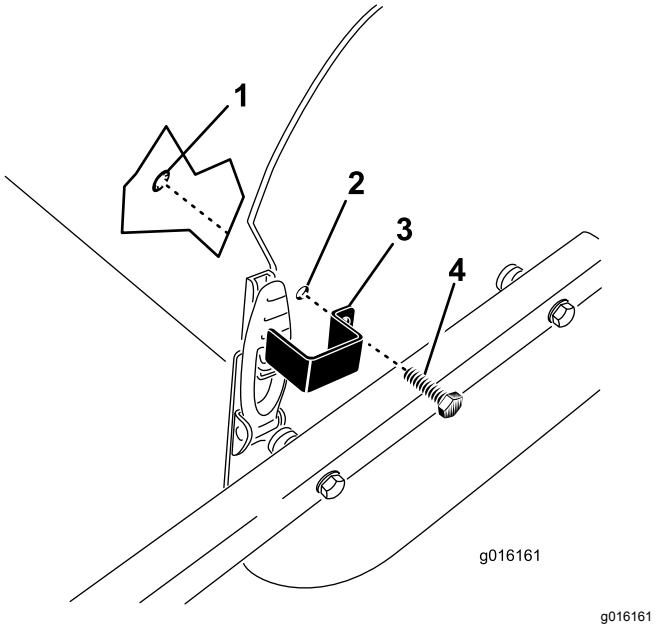

Rysunek 36
1. Umieść płytkę zatrzasku nad zatrzaskiem pokrywy i ustaw otwór montażowy równo z otworem w płycie bocznej (Rysunek 36).
2. Używając śruby i pierścienia osadczego zamocuj płytkę zatrzasku do płyty bocznej (Rysunek 36).